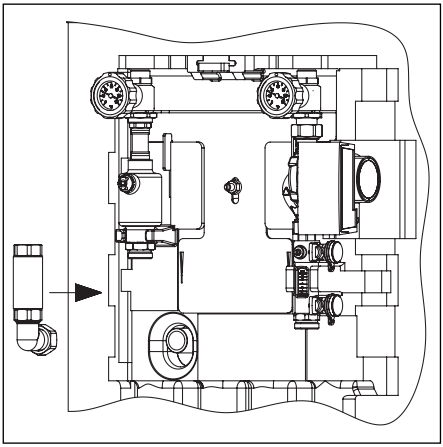

Fig. 18 Montage du tube annelé métallique aller solaire
– Raccorder l'aller solaire au ballon d'eau chaude à l'aide du tube annelé métallique isolé G 1 (fig. 18), longueur L = 85 mm et de l'équerre.